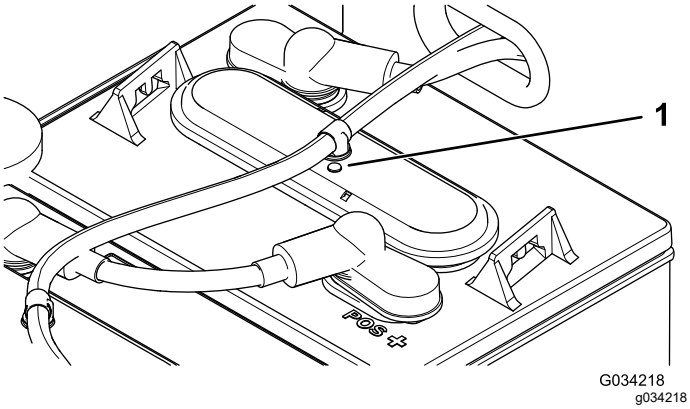

Figuur 39
3. Controleer of de oogjes op de accu's zwart of wit zijn (Figuur 39).